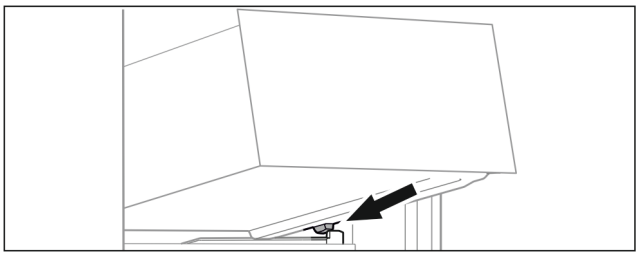

Fig. 132
▶ Placer le tiroir, en l'inclinant, derrière les butées sur la nervure de récipient. (voir Fig. 132)